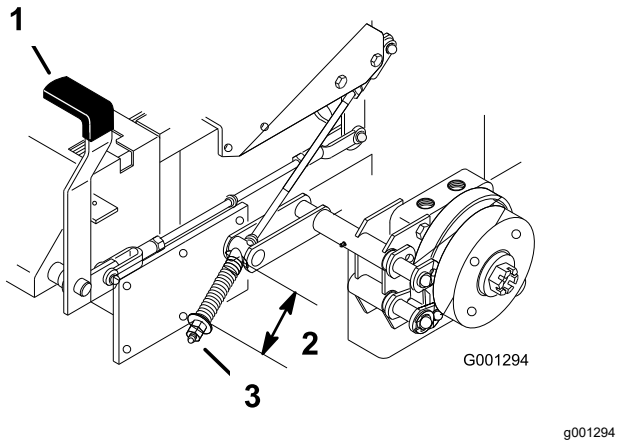

Figur 81
3. Mät fjäderns längd (Figur 81).
4. Frigör parkeringsbromsen om en justering krävs, och lossa sedan kontramuttern under fjädern och justera muttern direkt under fjädern (Figur 81).